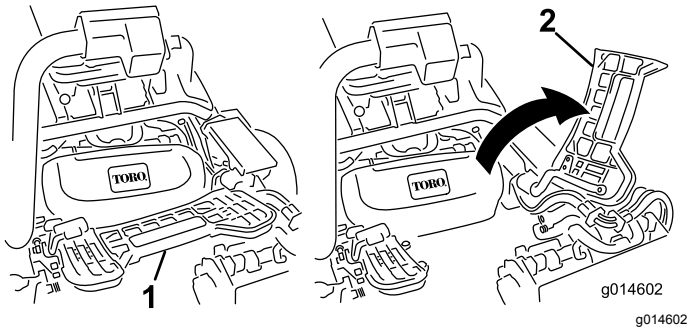

**Rysunek 35**
2. Unieś podnóżek i odchyl go do pozycji otwartej w celu uzyskania dostępu do centralnego zespołu tnącego (Rysunek 35).